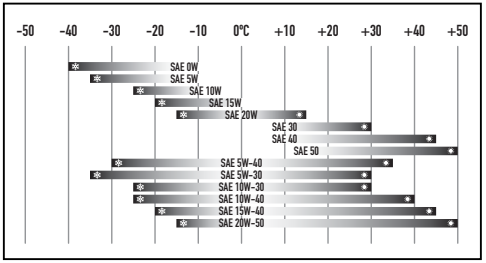

Рис. 5
- Шкала вязкости масла для его выбора (Рис. 5).
При увеличении концентрации угарного газа в районе установленного в генераторе датчика происходит автоматическая остановка генератора, и загорается красный индикатор на панели генератора (Рис. 5). Если концентрация угарного газа достигает 476 мг/м^3 (пиковое значение) или 395 мг/м^3 (среднее значение за 600 секунд), генератор выключается. В случае если датчик неисправен, то генератор также выключится и загорится желтый индикатор неисправности датчика, в данной ситуации нужно обратиться в сервисный центр.